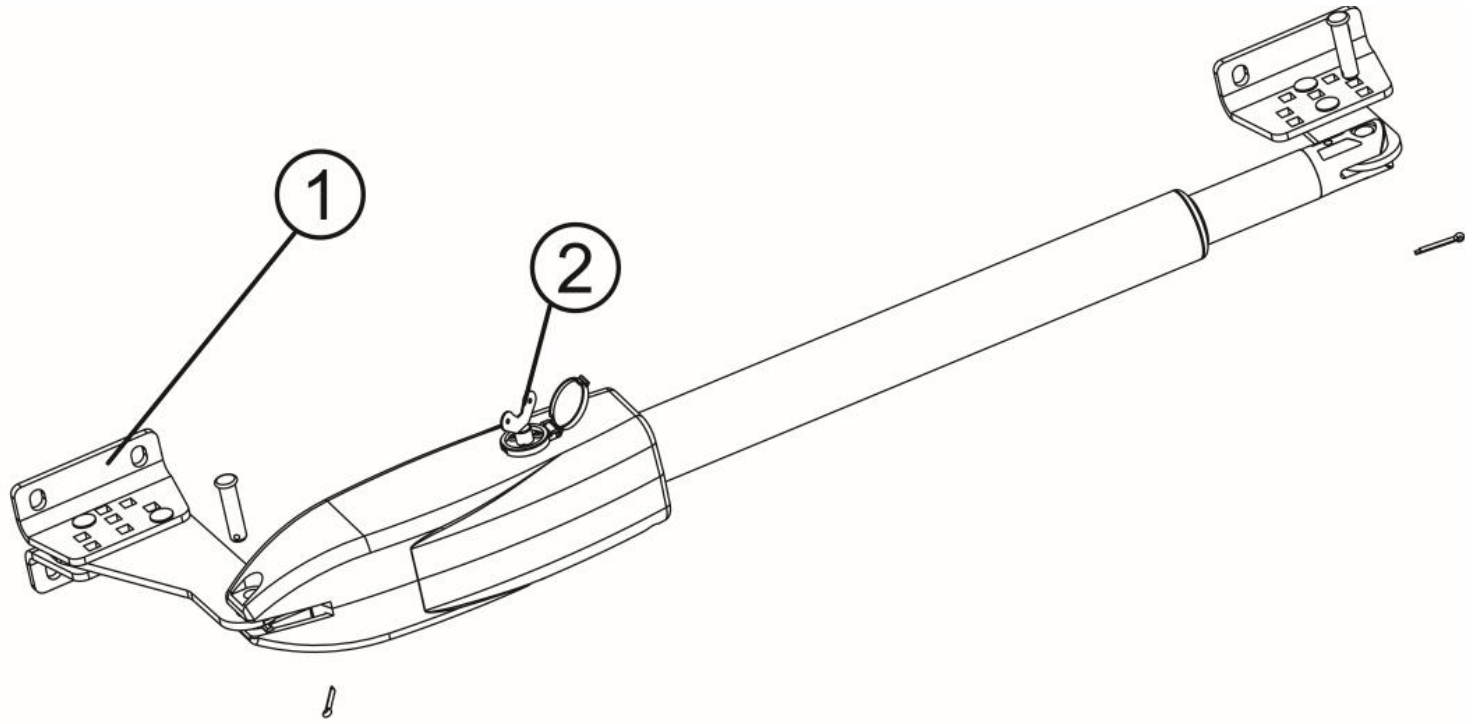

Рис. 13 Ручная разблокировка привода
Разблокировка привода (Рис. 13) выполняется специальным ключом (2) из комплекта привода. Для разблокирования привода поворачивайте ключ в направлении маркировки OPEN (по часовой стрелке) до упора. Для блокировки привода, ключ необходимо повернуть в другую сторону и зацепить привод, слегка толкнув створку ворот до характерного щелчка.